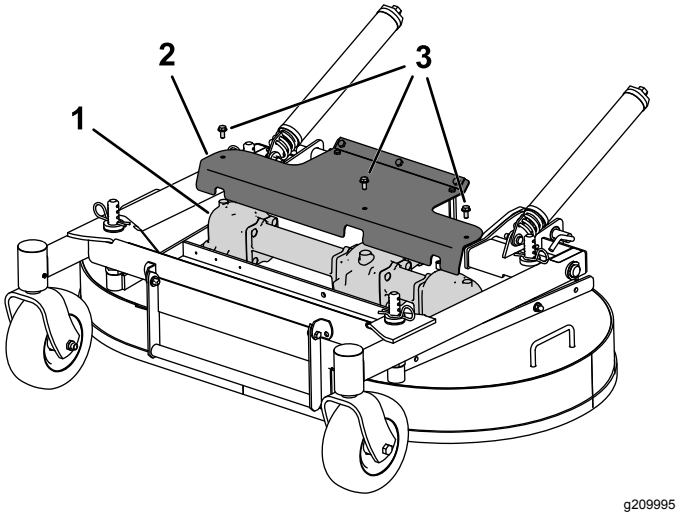

Figur 34
3. Ta bort skyddet för att komma åt växellådan (Figur 34)